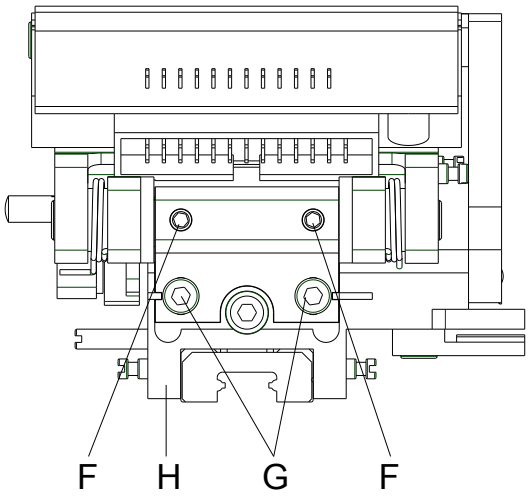

Figura 17
4. Svitare le vite a testa vuota (G, Figura 17).
6. Eseguire i necessari interventi di servizio, come ad es. sostituire le molle (C) o il supporto della testina di stampa.
Attenzione durante il montaggio: Le fessure acanto le vite (G) devono essere parallele alle fessure del carrello di guida (H, Figura 17).